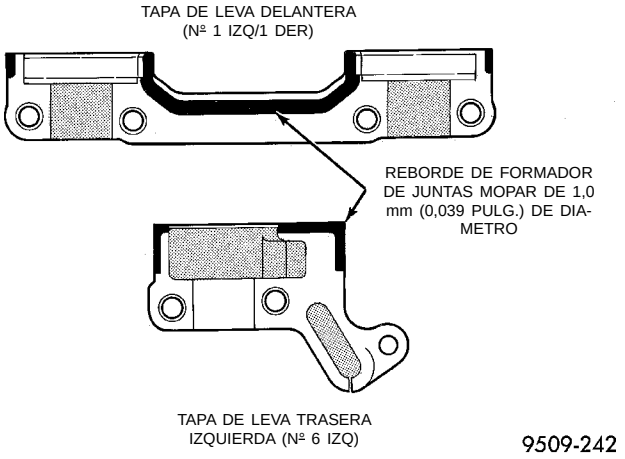

Fig. 26 Sellado de las tapas de cojinete del árbol de levas
(2) Aplique formador de juntas Mopar a las tapas de cojinete Nº 1 y 6 (Fig. 26). Instale las tapas de cojinete y apriete los dispositivos de fijación M8 con una torsión de 24 N·m (215 lbs. pulg.).
(3) La tapa de cojinete número 1 debe instalarse antes de colocar las juntas del árbol de levas.
(4) Instale la correa de distribución, las ruedas dentadas y las tapas. Consulte el servicio de la correa de distribución descrito en esta sección.